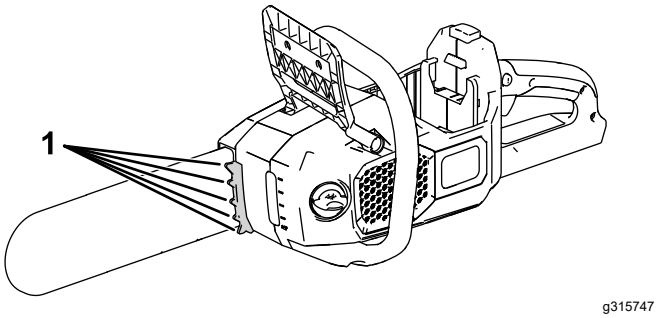

**Rysunek 12**
**Informacja:** Możesz stosować lekki docisk zębami przytrzymującymi (Rysunek 12).